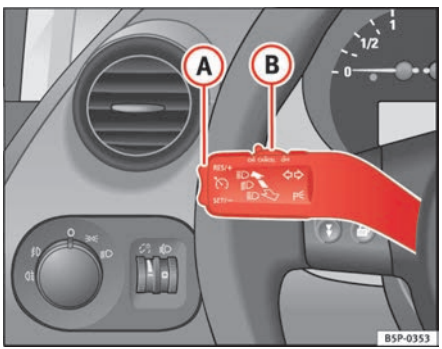

Fig. 147 Turn signal and main beam headlight lever switch and rocker switch for the cruise control
– Press the upper part **RES/+** of the rocker switch ⇒ fig. 147 (A) to increase the speed. The vehicle will continue to accelerate as long as you keep the rocker switch pressed. When you release the switch, the new speed is stored.
Control of the set speed is switched off if you reduce speed by depressing the brake pedal. You can reactivate the control by pressing once on the upper part of the rocker switch **RES/+** ⇒ page 176, fig. 147 (A).